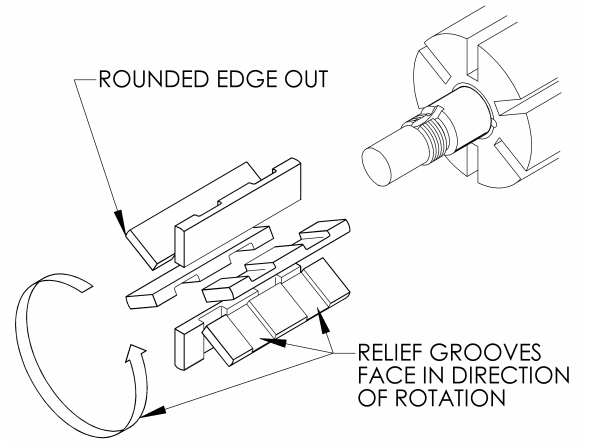
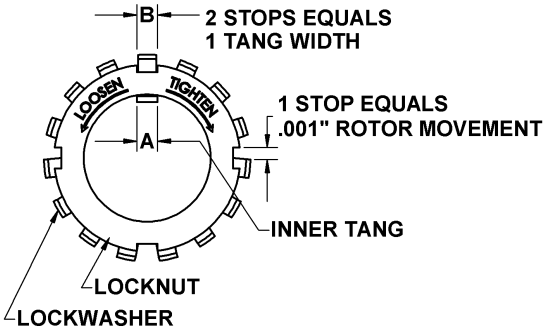

Figure 8 – Vane Installation
Figure 11 - Locknut Adjustment
3. Turn the shaft by hand until a vane (14) comes to the top (12 o'clock) position of the rotor. Remove the vane.
4. Install a new vane (14), ensuring that the rounded edge is UP, and the relief grooves are facing towards the direction of rotation. See Figure 8.
6. Carefully install the head assembly (20) on the pump casing (12). Rotate the head so that the drain hole, located at the back of the bearing cavity, faces downward when the pump is mounted for operation and the disc relief hole is located at the intake port. Install and uniformly tighten four head capscrews (21) 90o apart, torquing to 30 lbs ft (40.7 Nm).
7. Hand pack the ball bearing (24) with grease. See the "Lubrication" section for recommended greases.
8. Install the bearing (24) into the head recess. The bearing balls should face outward, with the grease shield inward. Ensure the bearing is fully and squarely seated in the head (20).
10. Remove the vanes (14) and push rods (77) from the rotor and shaft assembly. Inspect for wear and damage, and replace as follows:
b. Partially install the non-driven end of the rotor and shaft (13) into the open side of the pump casing (12).
c. Leave part of the rotor outside of the casing (12) so that the bottom vanes (14) can be installed and held in place as the push rods (77) are installed in the push rod holes of the rotor. Insert the new vanes into the rotor slots with the rounded edges outward, and the vane relief grooves facing TOWARDS the direction of rotation. See Figure 8.
d. After the bottom vanes and push rods are installed, carefully insert the rotor and shaft (13) fully into the casing (12) and through the installed head (20).
e. Install the remaining vanes (14) into the top positions of the rotor.
11. Install the inboard head with O-ring (72) , mechanical seal (153), disc (71) and bearing (24) as instructed in steps 3 through 8.
12. Rotate the shaft by hand to engage the mechanical seal drive tangs, and to test for binding or tight spots. If the rotor does not turn freely, lightly tap the rims of the heads with a soft faced mallet until the correct position is found. Install all of the remaining head capscrews (21) for each head (20) and uniformly torque to 30 lbs ft (40.7 Nm).
It is important that the bearing locknuts (24A) and lockwashers (24B) be installed and adjusted properly. Overtightening locknuts can cause bearing failure or a broken lockwasher tang. Loose locknuts will allow the rotor to shift against the discs (71), causing wear. See Figure 11.